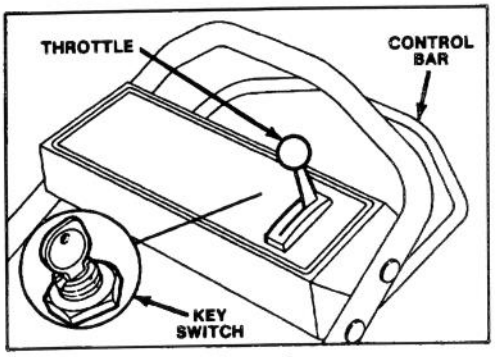

Figure 9
1. CONTROLS — Key switch, throttle and blade control bar are on upper handle (Fig. 9).
4. KEY-LECTRIC® STARTING — Move throttle (Fig. 9) to FAST. Turn key (Fig. 9) to START and release when engine begins running. Regulate throttle as desired. If engine does not start after 3 seconds of continuous cranking, wait 10 seconds for carburetor prime well to refill.